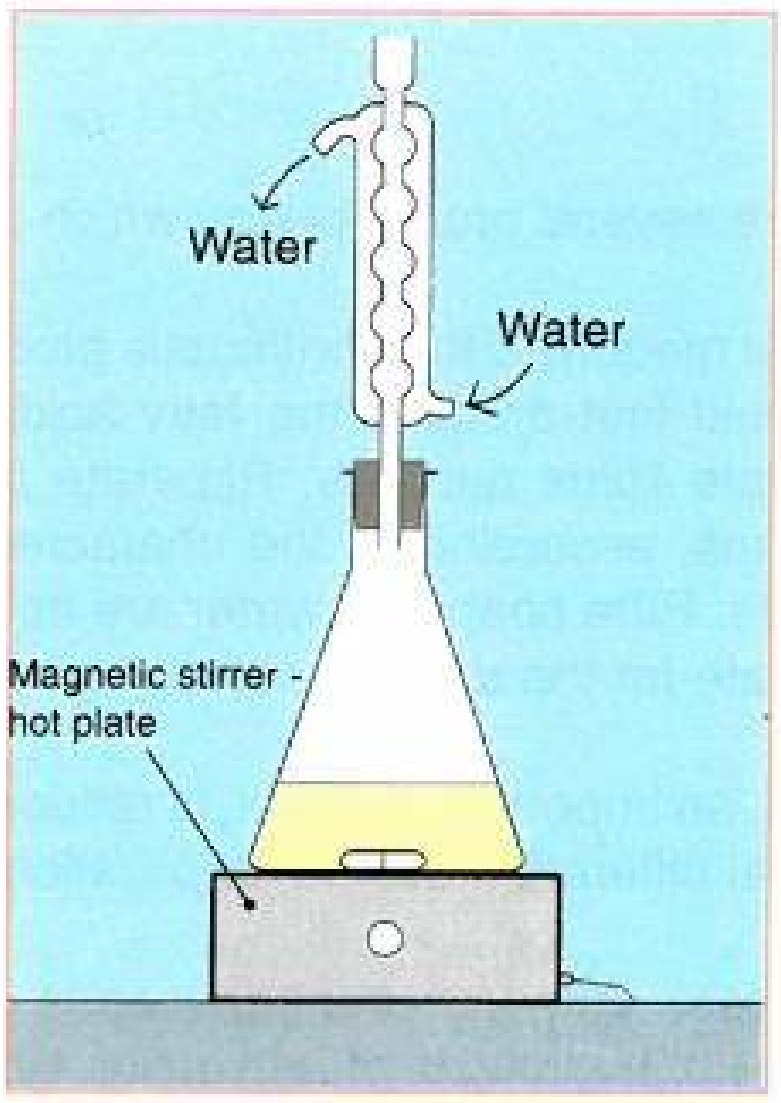

Figure 14.17
- Adjust the condenser. Place the heating magnetic stirrer and stabilize the whole apparatus with support and clamps (Fig. 14.17).